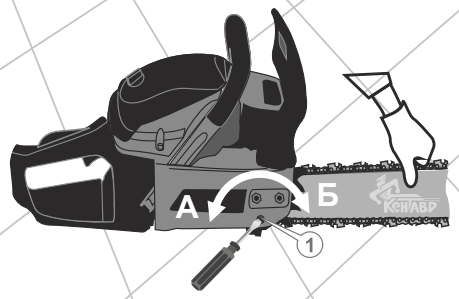

Рис. 7
2. Послабьте прижимную крышку шины: Т-образным ключом 13х19 мм поверните две крепежные гайки прижимной крышки против хода часовой стрелки на один оборот. Если зазор между направляющей цепи и шиной не соответствует показателю 1-3 мм, плавно поверните отверткой регулировочный винт натяжения цепи (1) в направлении стрелки «А» или «Б» (см. рис. 7), чтобы ослабить или натянуть цепь.